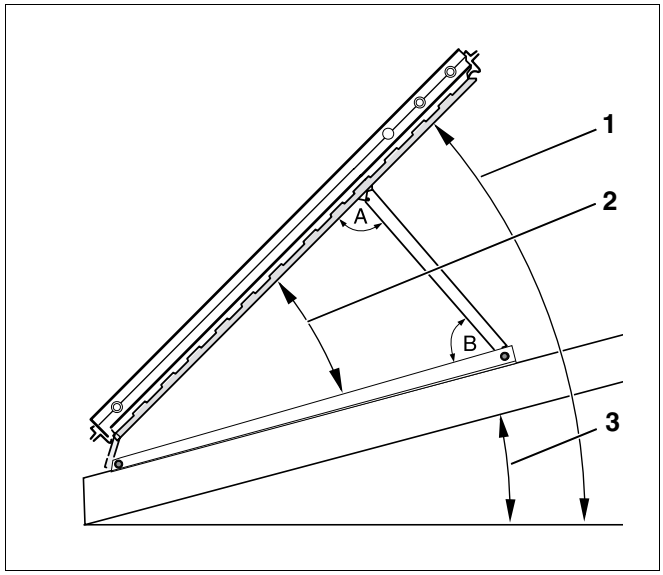

Afb. 11 Hellingshoek, dakhelling
De hellingshoek t.o.v. de horizontalen (afb. 11) moet bepaald worden in functie van de toepassing van de zonne-installatie.
- Let erop, dat de hoek tussen de steunen en de achterzijde van de collector (afb. 11, **hoek A**) evenals tussen de steunen en het T-profiel (afb. 11, **hoek B**) niet groter is dan 90°.